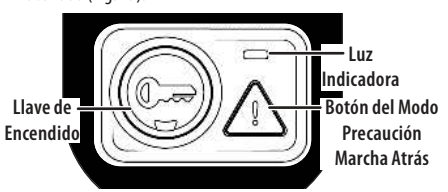

Fig. 29
2. Mantenga presionado el botón MODO PRECAUCIÓN MARCHA ATRÁS durante 3 segundos. La luz indicadora parpadeará durante 3 segundos y permanecerá encendida cuando se active el MODO PRECAUCIÓN MARCHA ATRÁS (Fig. 29).
3. La luz indicadora ubicada encima del MODO PRECAUCIÓN MARCHA ATRÁS estará ENCENDIDA mientras este modo esté activado (Fig. 29).